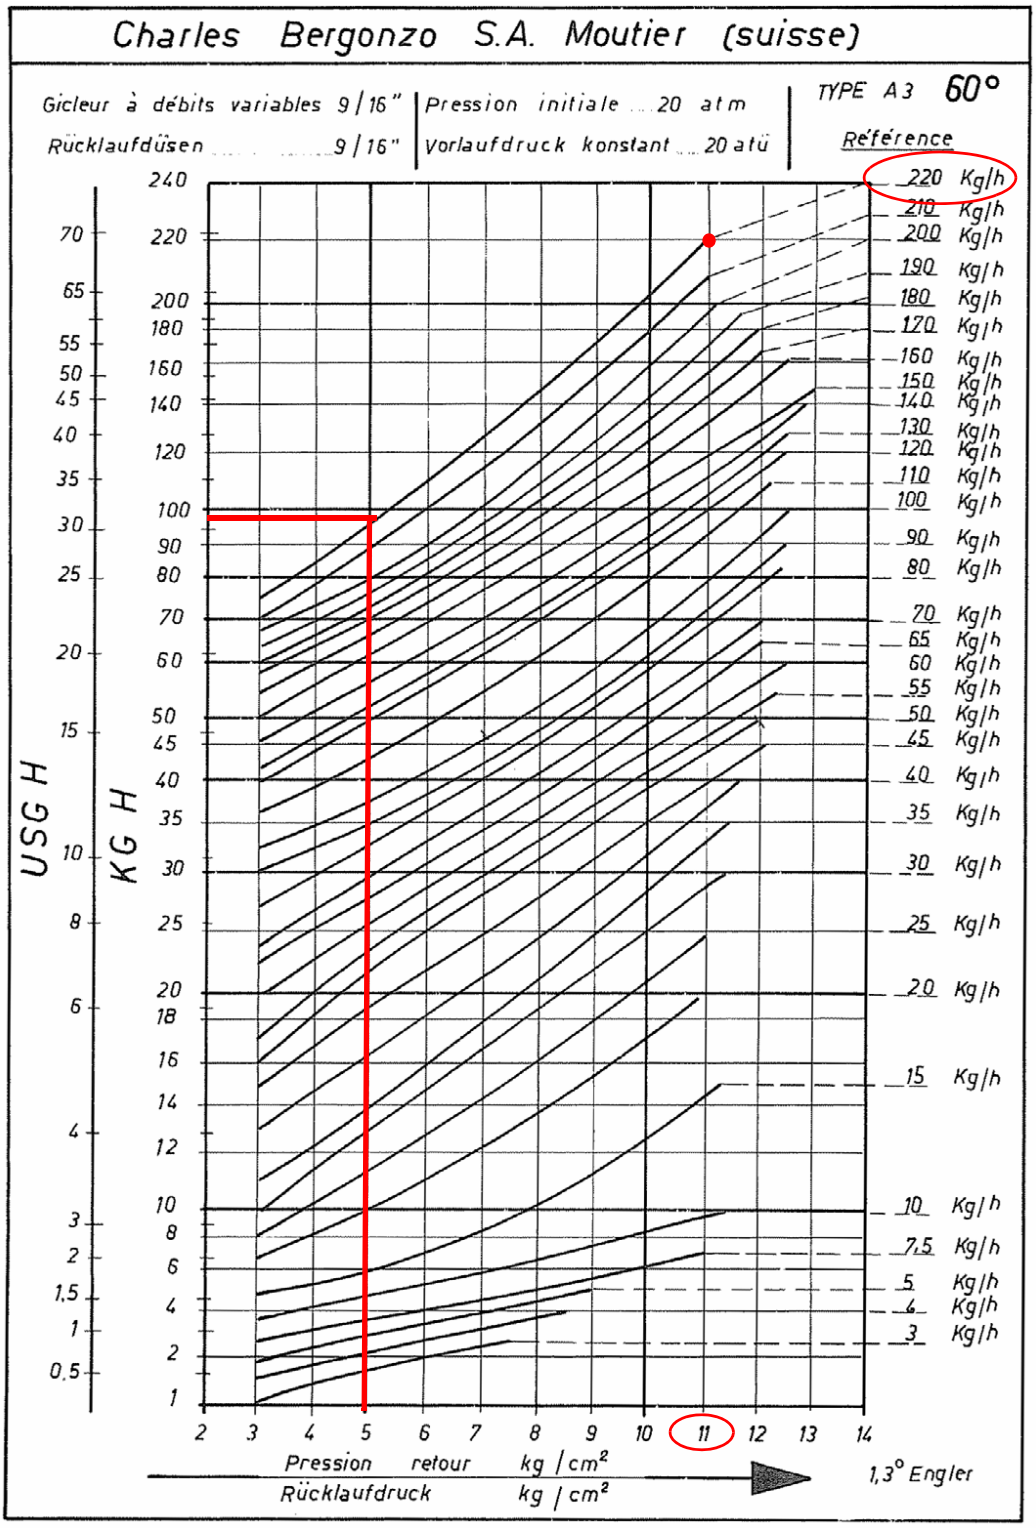

Fig. 21
The light oil flow rate can be adjusted choosing a by-pass nozzle that suits the boiler/utilisation output and setting the delivery and return pressure values according to the ones quoted on the chart below and the diagram on Fig. 21-Fig. 22 (as far as reading the pressure values, see next paragraphs).
**Example (Bergonzo):** if a 220kg/h flow rate BERGONZO nozzle is provided, set the return pressure at 11bar, supply at 20bar on the delivery to get a 220kg/h flow rate. If the return pressure needed is 5bar, instead, act on the **V** adjusting screw on the pressure governor (see chapter on page 32). The flow rate will then be about 95kg/h (see the example showed on the Bergonzo diagram-Fig. 21).